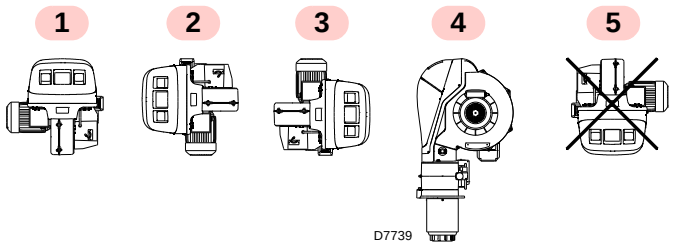

**Fig. 9**
- Le brûleur est exclusivement prévu pour fonctionner dans les positions **1**, **2**, **3** et **4** (Fig. 9).